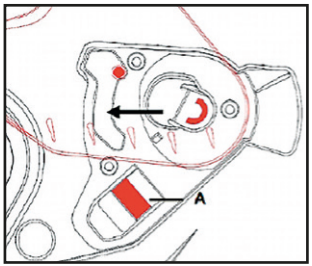

Fig. 1
1.2 Soulever le levier de déverrouillage **A** et déverrouiller la visière. (Fig. 1)
1.2 Levantar la palanca **A** y a continuación soltar la visera. (Fig. 1)